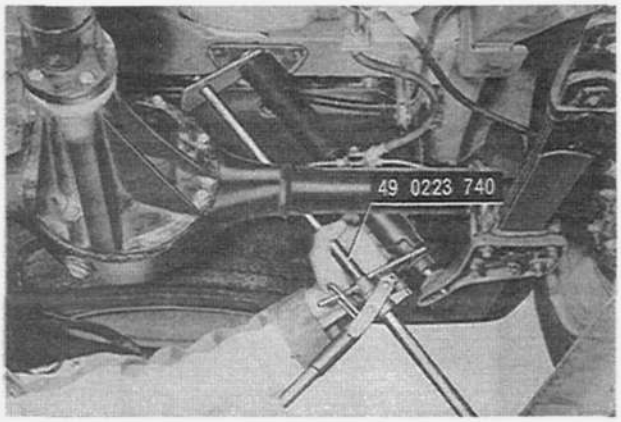

Fig. 13A–2 Compressing of shock absorber
3. Compress the shock absorber with a **shock absorber lifter** (49 0223 740) as shown in Fig. 13A–2.